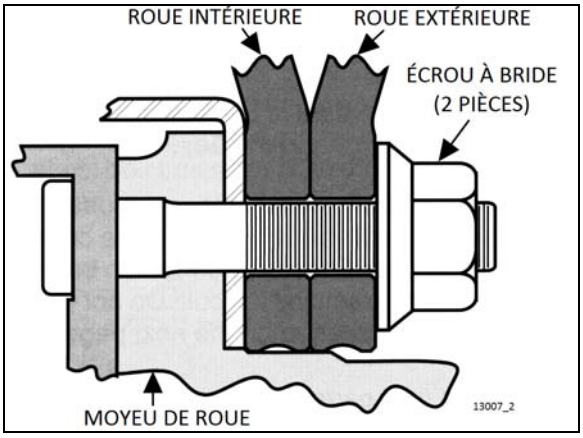

FIGURE 5 : ROUES D'ESSIEU MOTEUR
1. Desserrer un écrou hexagonal trois tours (Figure 5);